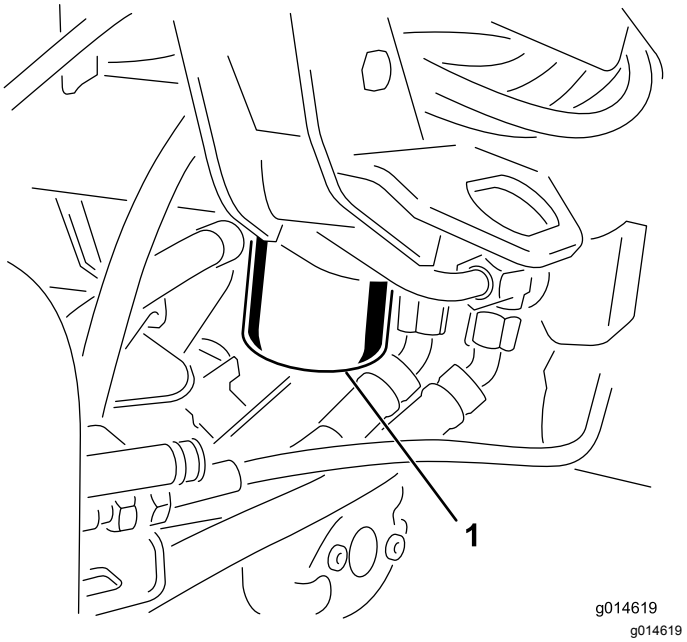

Figur 37
1. Rengjør området rundt der filteret skal festes (Figur 37). Plasser et tappefat under filteret, og ta ut filteret.